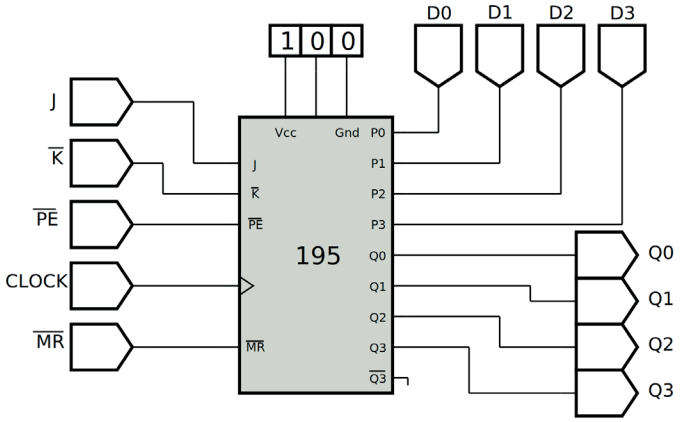
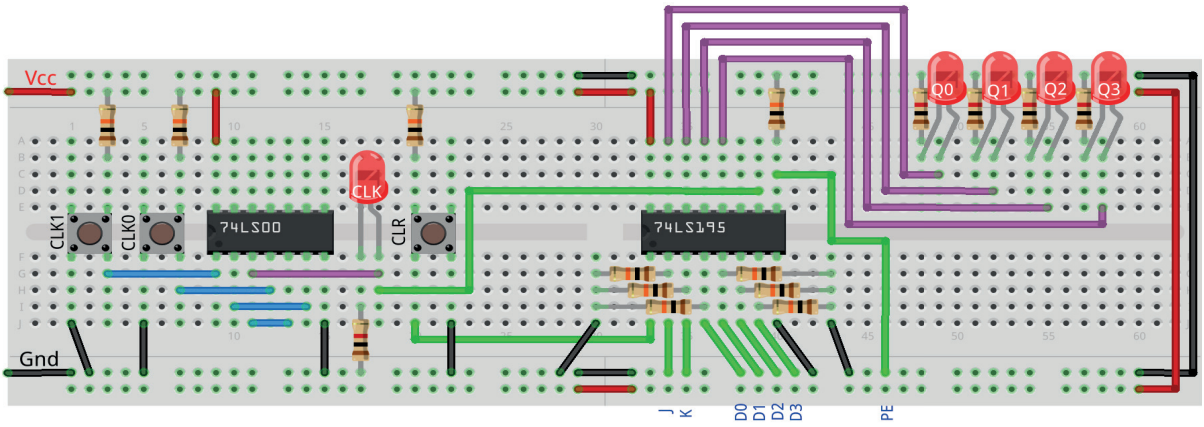

Figura 11.23 – Diagrama esquemático.
Figura 11.25 – Disposição dos componentes na placa de montagem.
1. Monte o circuito na placa de montagem, conforme figura 11.25.
a) O botão CLR pressionado envia um ativo baixo “0” e apaga todos os leds (MR).
4. Utilize um programa de simulação em computador (SmartSim, Atanua, Qucs) faça a simulação do circuito da figura 11.23. Compare os resultados com a tabela 11.8.